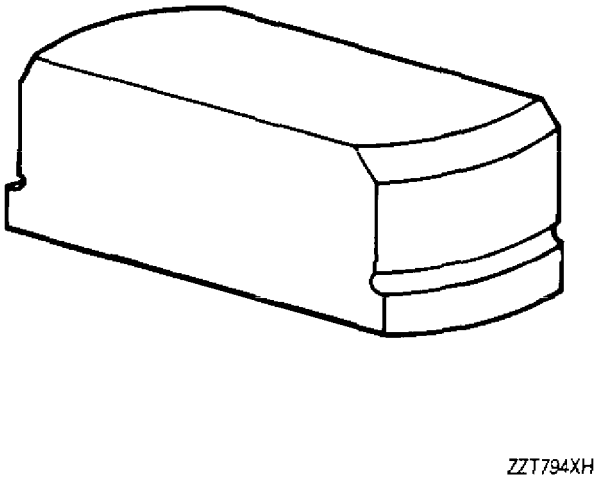

Figure 4. 6799961 Diffuser Inner Casing Sleeve Pressing Plate
b. Press the sleeve from the diffuser using 6799961 pressing plate (figure 4).
(1) Diameters in free state must be round within 0.015 in. FIR.
(2) Sleeve OD must be free of gouges or grooves that would allow leakage.